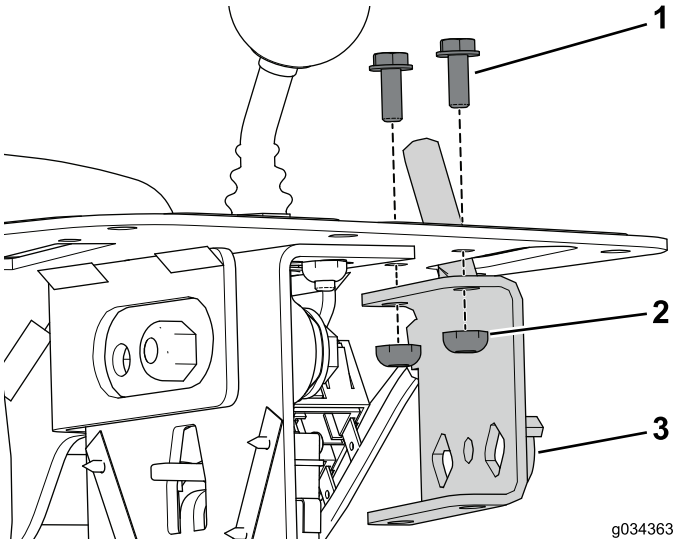

図 3
2. スロットルアセンブリをコンソールアセンブリに固定しているボルト2本を外して捨てる 図 3。